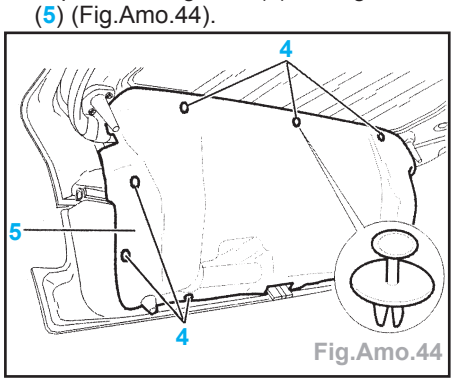

Fig.Amo.44
- déposer les agrafes (4) et la garniture (5) (Fig.Amo.44).